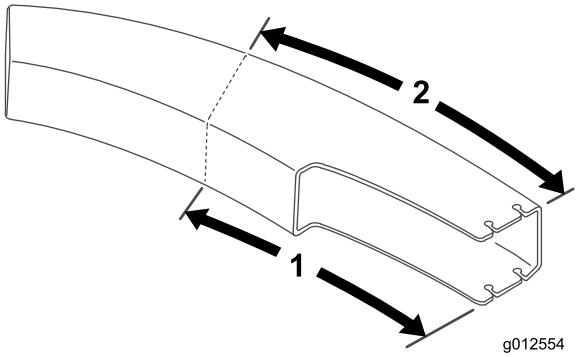

Figura 28
1. Utilizzando le dimensioni illustrate nella Figura 28, servitevi di un metro a nastro e contrassegnate la guida di scarico.